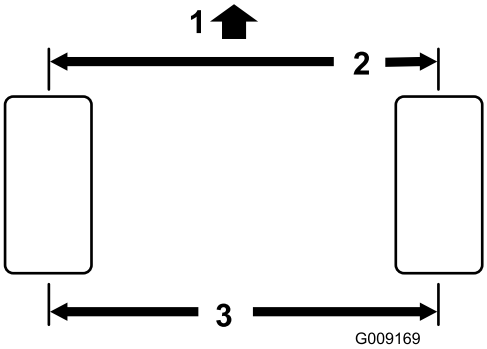

**Figur 56**
2. Mål avstanden fra midten til midten (i akselhøyde) foran og bak på styredekkene (Figur 56).